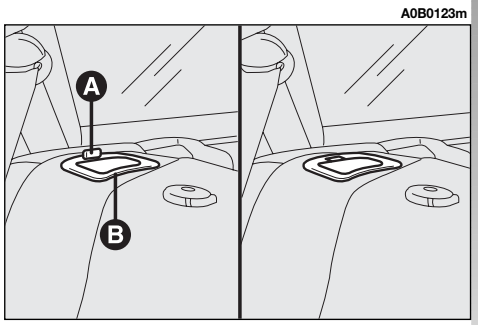

fig. 42
Proper backrest coupling is guaranteed when button (A-fig. 42) set near each handle (B) is retracted in the handle.